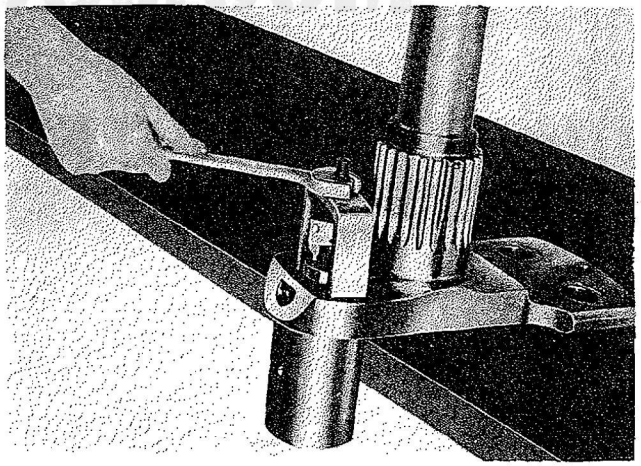

Figure 111—Removing Crankpin Front Plug
b. Remove the crankshaft front end from the holding fixture. Remove the crankpin front plug after bending down the crankpin front plug lock screw tab and removing the lock screw and tab. Use puller (Tool No. 84512 or Tool No. 800477) to remove the plug. (Tool No. 84512 is designed for use with plugs provided with a tapped puller hole. Tool No. 800477 is designed for use with plugs having a slotted puller lip). Refer to Figure 111.